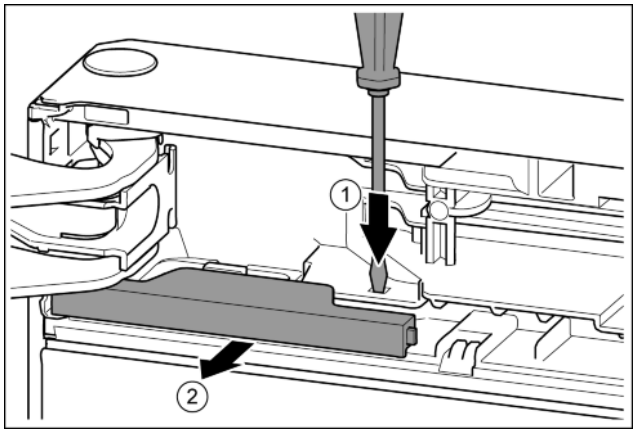

Fig. 14
▶ Lasche mit Schlitzschraubendreher drücken. *Fig. 14 (1)*
▶ Abdeckung aus der Verrastung ziehen. *Fig. 14 (2)*